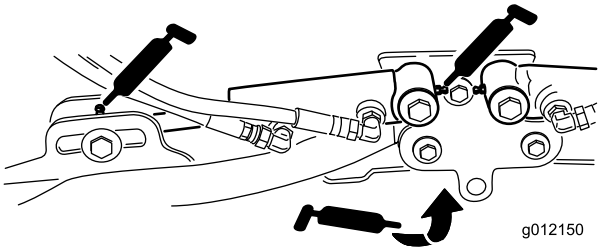

Figur 42
- Klippenhetens lyftarmscylindrar (2 var) (Figur 42)
- Lyftarmens svängtappar (1 var) (Figur 42)